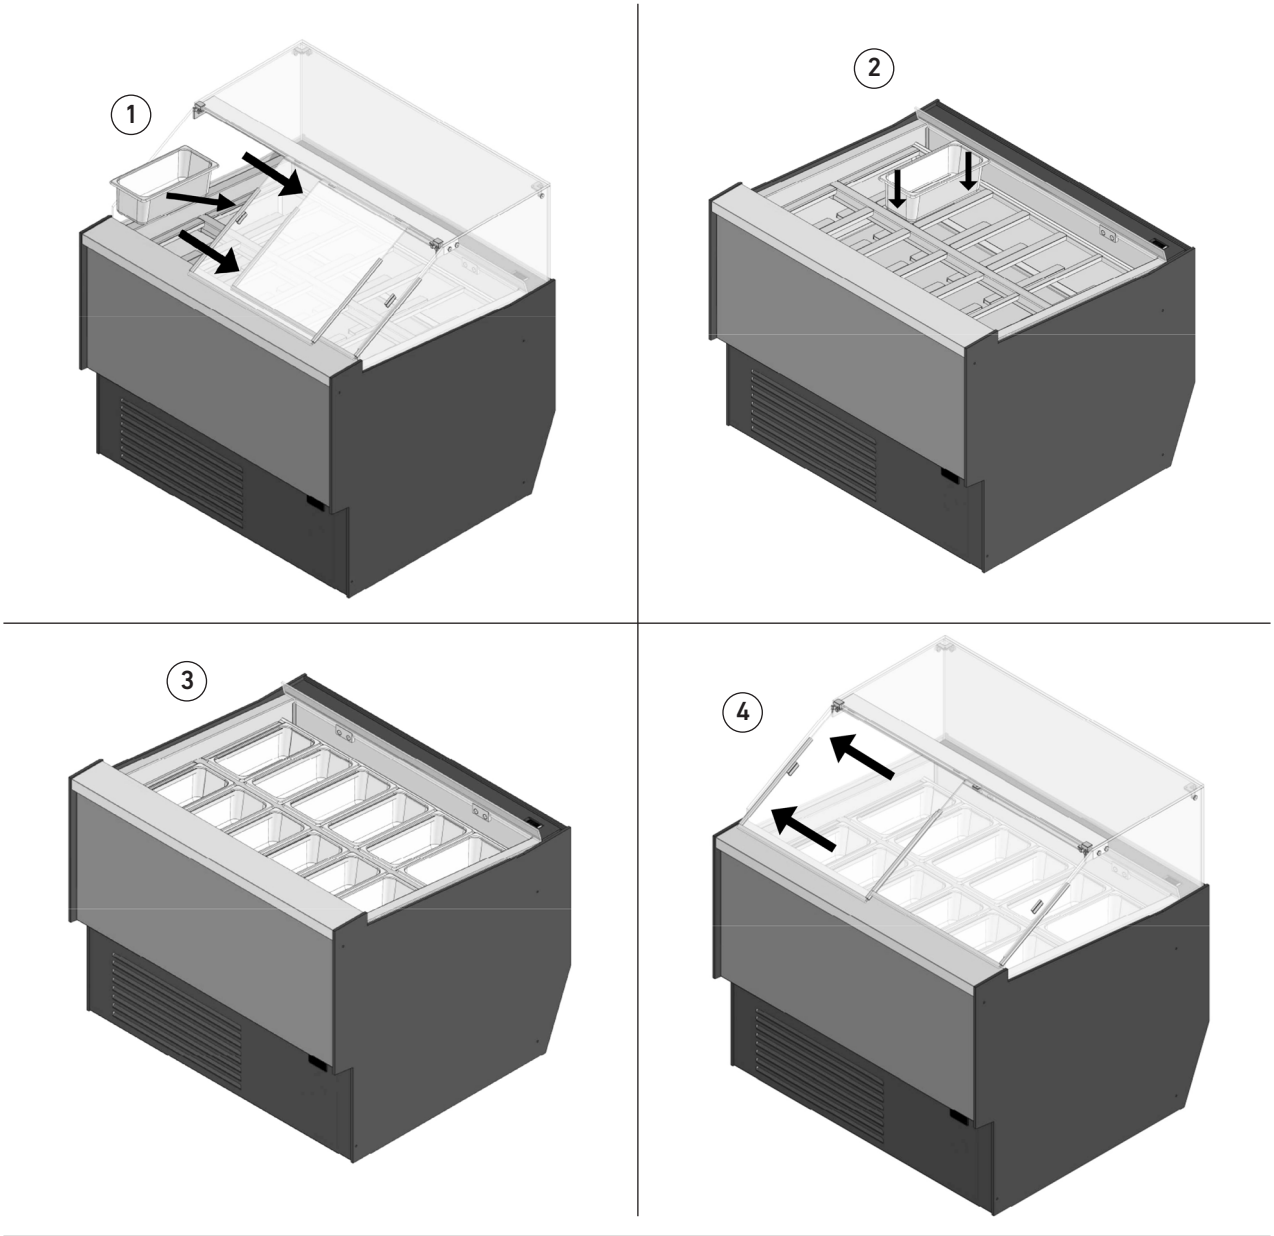

fig. 15
- Open the slides as shown in fig. 15 part. 1 to access the refrigerated chamber with the trays;
- Place the trays in the appropriate cavities, making sure that they are placed until they stop (Fig. 15 part. 2-3);
- Close the slides (Fig. 15 part. 4).